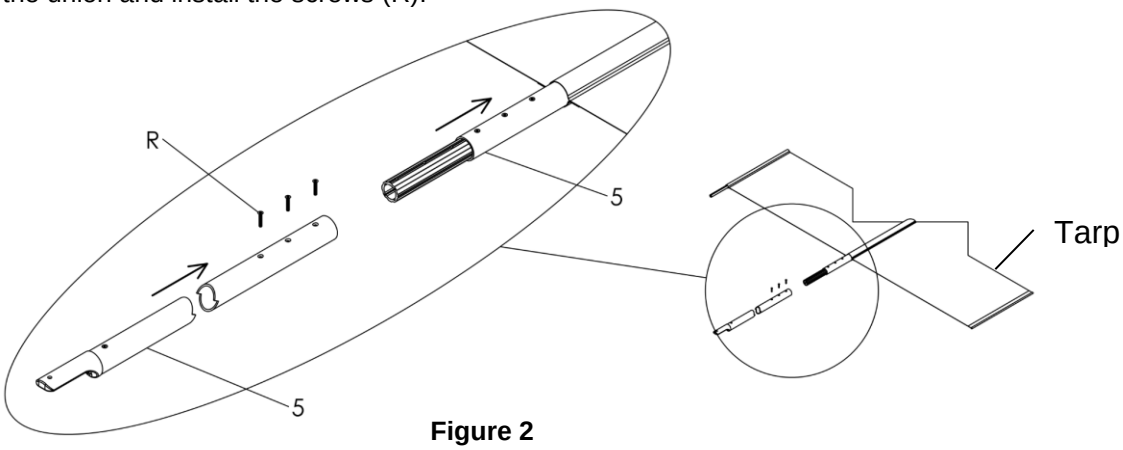

Figure 2
5. **Figure 2.** Slide the central pipe (5) into the central pocket.
6. Connect the union and install the screws (R).